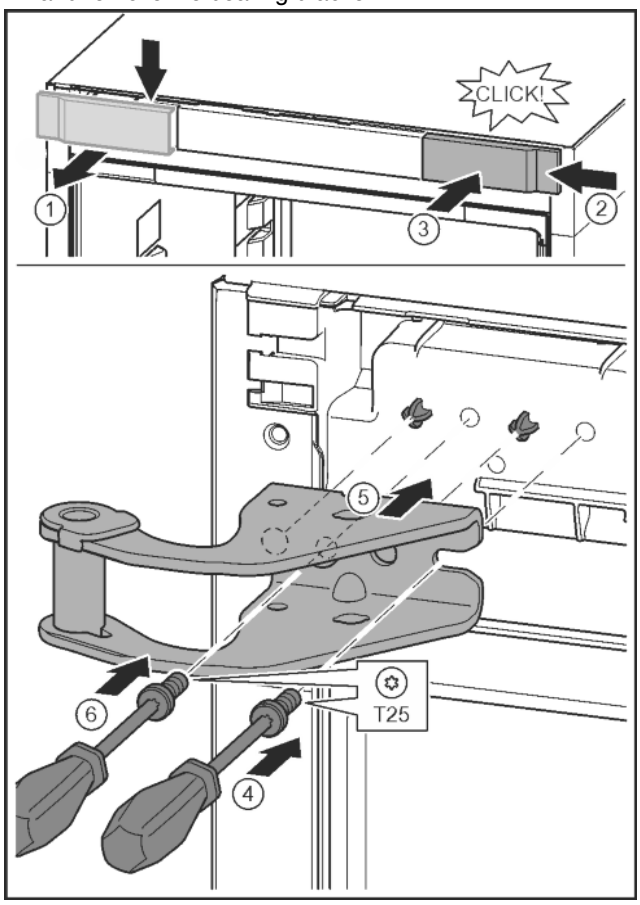

*Fig. 14*
- ▶ Release the cover and remove from the side. *Fig. 14 (1)*
- ▶ Rotate the cover 180° and clip onto the other side from the right. *Fig. 14 (2)*
- ▶ Click the cover into place. *Fig. 14 (3)*
- ▶ Position the screw with a T25 screwdriver. *Fig. 14 (4)*
- ▶ Position the upper bearing bracket. *Fig. 14 (5)*
- ▶ Tighten the screw. *Fig. 14 (4)*
- ▶ Insert the screw with a T25 screwdriver and tighten. *Fig. 14 (6)*